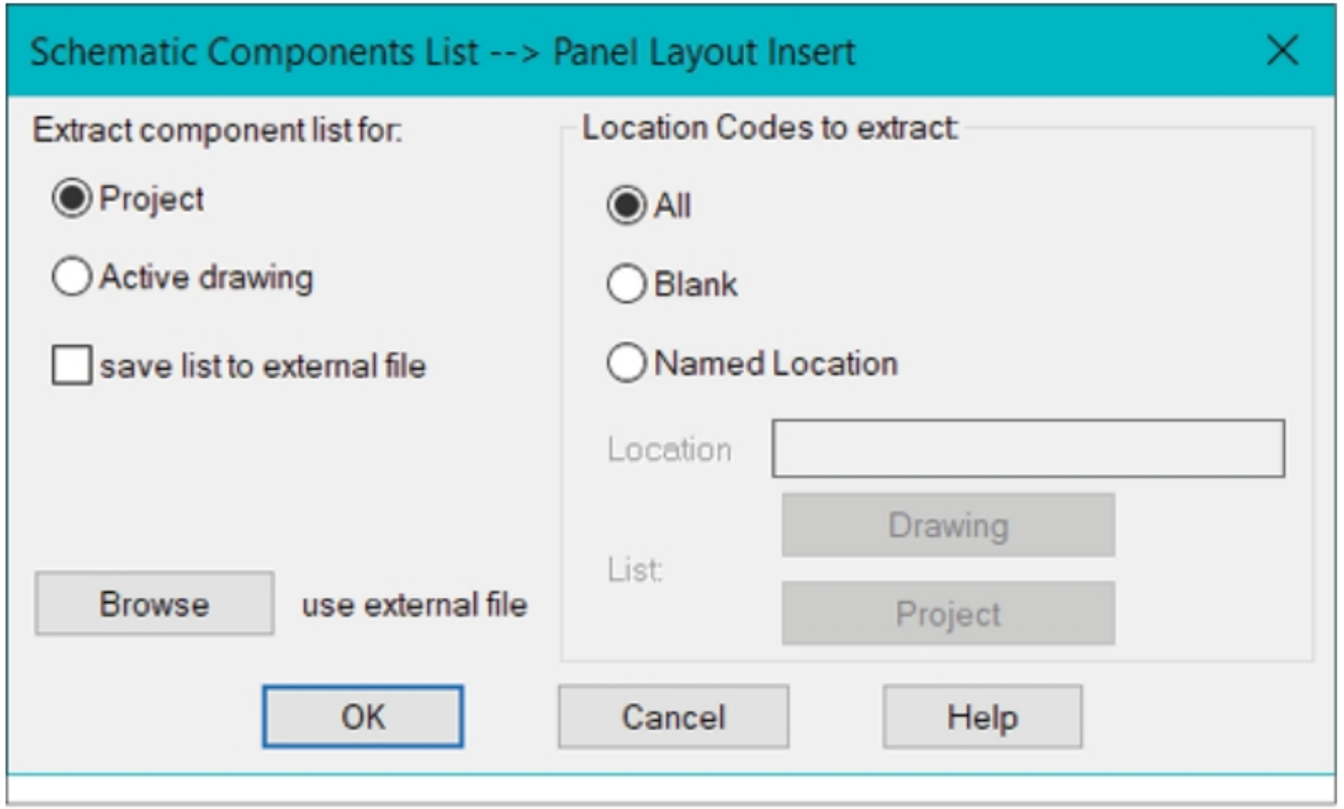

Figure-70. Schematic Components List dialog box
- Click on the **Schematic List** tool from the **Insert Component Footprints** drop-down in the **Insert Component Footprints** panel. The **Schematic Components List** dialog box will be displayed; refer to Figure-70.